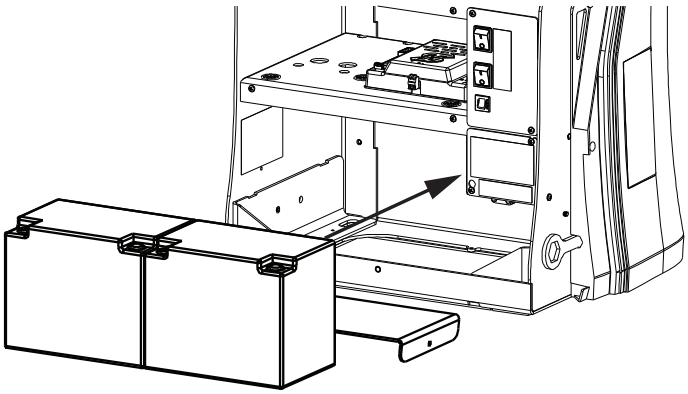

Figure 29. Extended Battery Kit
6. Install the extended battery tray at the back of the conduit cut out. (Figure 29)